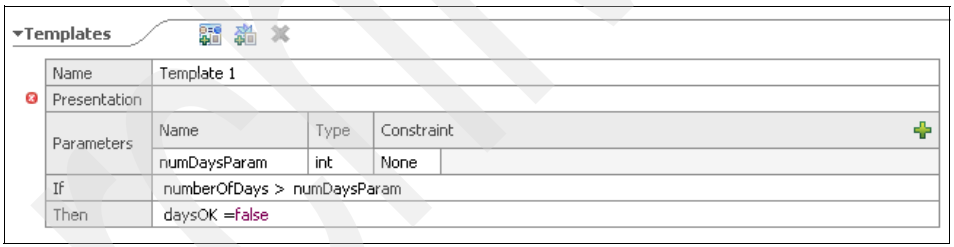

Figure 10-51 Adding an if-then rule
i. Click the second **Select Variable** and select **false**. Refer to Figure 10-51.